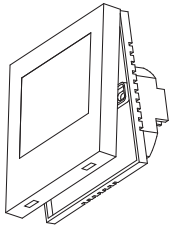

Рис. 4
8.2.4. Подсоедините шлейф платы питания к разъему на плате дисплея, соедините между собой обе части корпуса (*рис. 4*).